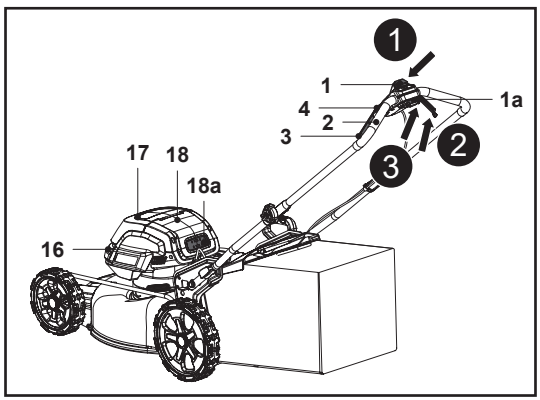

Rys. 18
1. Unieść pokrywę magnetyczną (17c) i otworzyć pokrywę komory akumulatora (17), następnie wsunąć do końca dwa akumulatory (27).
2. Ostrożnie zamknąć pokrywę komory akumulatora (17).
3. Stanąć za uchwytem (2).
5. Nacisnąć i przytrzymać przełącznik (1), a następnie pociągnąć dźwignie uruchamiania (3) w stronę uchwytu (2) i przytrzymać je w tym położeniu (rys. 18, kroki 1, 2).
6. Po uruchomieniu kosiarki zwolnić przełącznik bezpieczeństwa (1).
7. Na wyświetlaczu akumulatora (18a) z tyłu pokrywy silnika (18) zostanie automatycznie wyświetlona informacja o aktualnym stanie naładowania akumulatora.
8. Automatycznie włączy się oświetlenie robocze (16) z przodu pokrywy komory akumulatora (17).
9. Aby rozpocząć koszenie, należy pociągnąć dźwignię napędu (4) wraz z dźwigniami uruchamiania (2) i przytrzymać je przy uchwycie (3). Kosiarka zacznie jechać do przodu (rys. 18, krok 3).